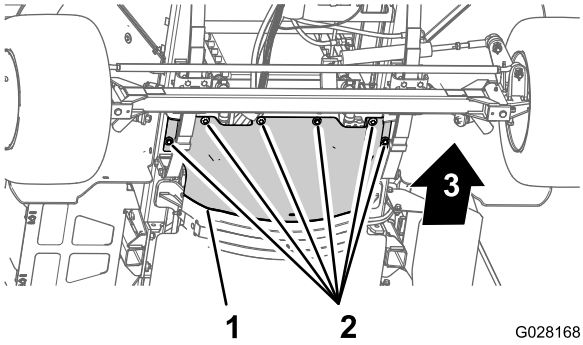

Bild 60
3. Entfernen Sie die sechs Sechskantschrauben und sechs Scheiben, mit denen das vordere Wärmeschutzblech am Chassis befestigt ist, und nehmen Sie das Schutzblech ab (Bild 60).